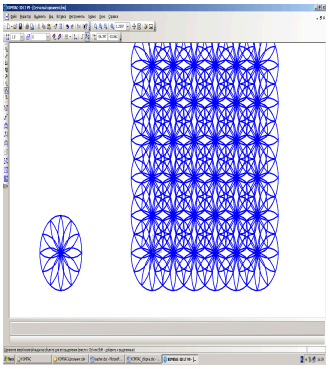

Рис. 8.20. Фрагмент орнамента.
6.1. Откройте файл ***Фрагмент орнамента.frw*** (рис. 8.20) и сохраните его под именем ***Сетчатый орнамент.frw*** в своей папке.